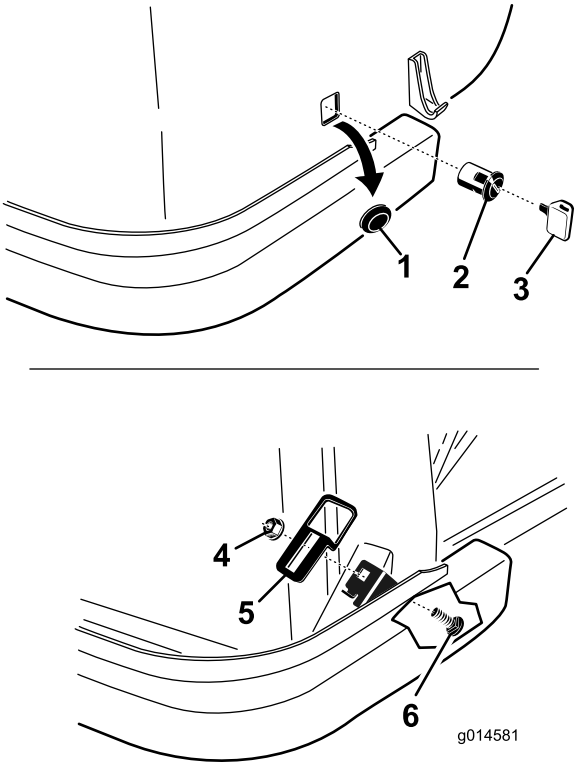

Figur 2
2. Fjern proppen fra det firkantede hul i motorhjelmens højre side. Kasser proppen (Figur 2).
6. Find det firkantede hul i fligen på højre side af vangen. Monter låsepladen på fligen med en bræddebolt og en flangemøtrik. Placer låsepladen som vist i Figur 2.